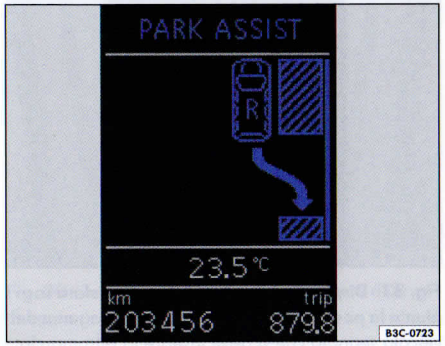

Fig. 34 Display del quadro strumenti: individuazione di un posto di parcheggio adatto, inserimento della retromarcia
- Raggiunta la posizione finale di parcheggio, il veicolo deve restare fermo per una certa fase ⇒ pag. 40, fig. 34. Se così non fosse, sul display del quadro strumenti appare un messaggio di segnalazione (**Fase di immobilità insufficiente!**) e la manovra di parcheggio viene interrotta ⇒ pag. 43.
Fase di immobilità insufficiente!	Dopo che ha raggiunto la posizione di parcheggio ⇒ pag. 40, fig. 34, il veicolo deve restare immobile per un certo periodo. Se la fase di immobilità è troppo breve, il procedimento automatico non si attiva. In questo caso bisogna andare avanti e cercare un nuovo spazio adeguato al parcheggio.